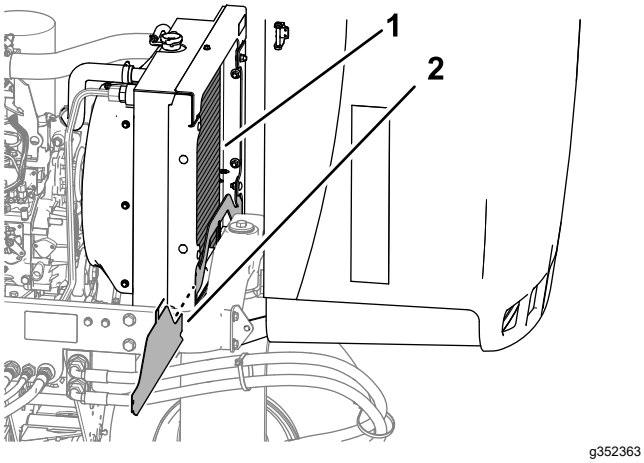

Figur 78
4. Ta bort det nedre kylarskyddet (Figur 78).
5. Rengör båda sidorna av kylaren noggrant med vatten eller tryckluft (Figur 78).